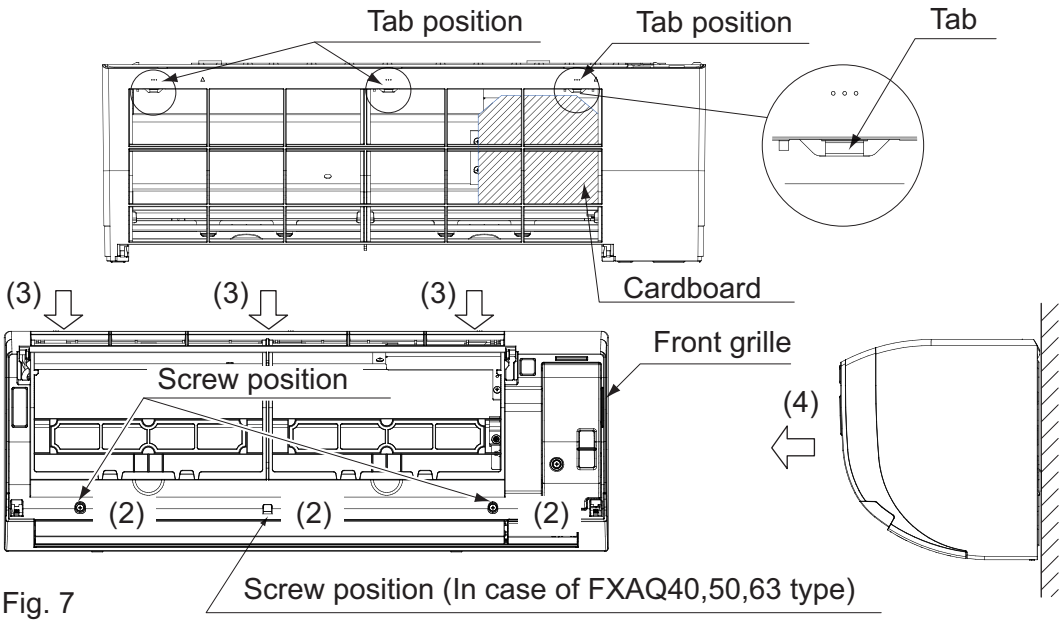
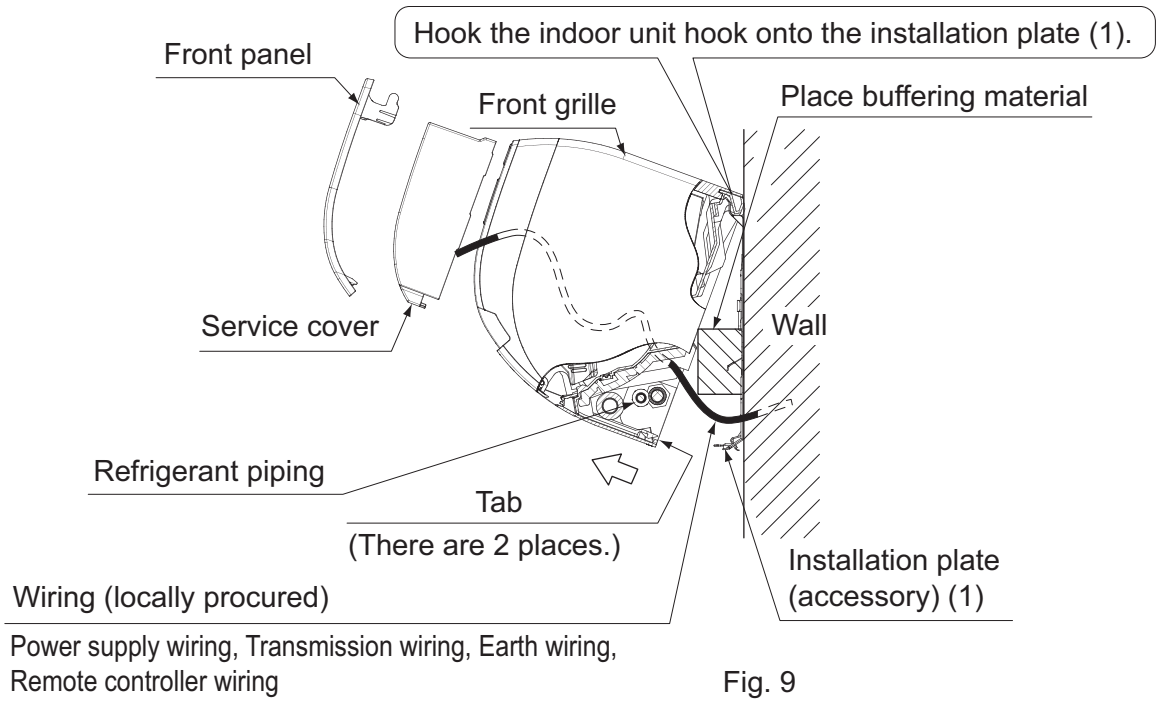

Fig. 7
Fig. 9
- Remove the front grille. **(Refer to Fig. 7)**
(6) Hook the indoor unit onto the installation plate. (Refer to Fig. 9)
(9) Push on both bottom edges of the indoor unit using both hands and hook the tab on the back of the indoor unit onto the installation plate (1). (Refer to Fig. 9)
- At this time remove the buffering material placed in step (6).